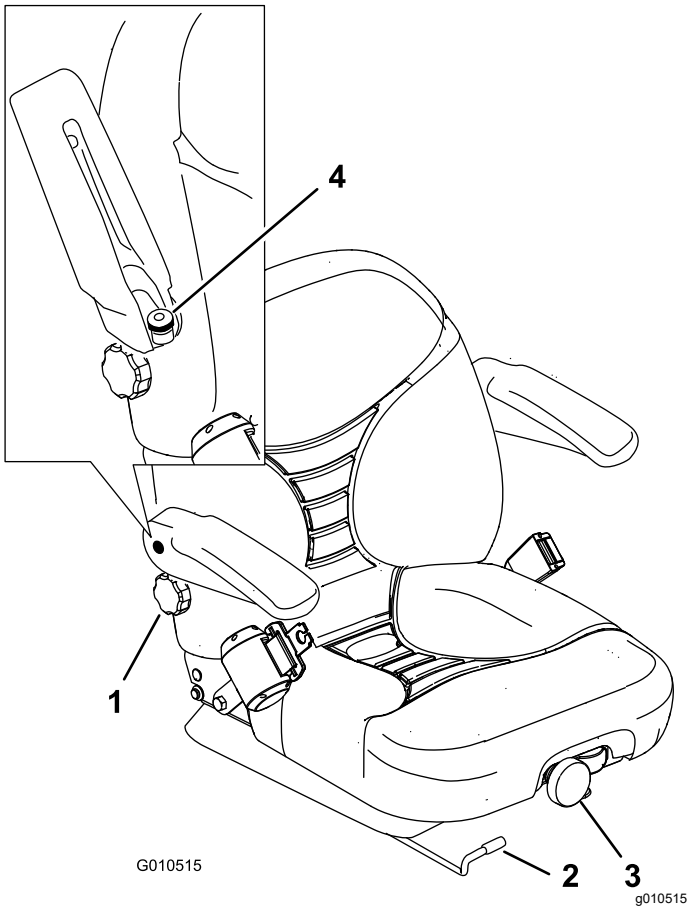

Figur 32
1. För spaken i sidled för att låsa upp sätet (Figur 32).
Justera genom att vrida den främre ratten i endera riktningen för att uppnå bästa bekvämlighet (Figur 32).
Justera genom att vrida ratten under det högra armstödet i endera riktningen för att uppnå bästa bekvämlighet (Figur 32).
Höj armstödet och vrid på ratten i endera riktningen för att få det så bekvämt som möjligt (Figur 32).